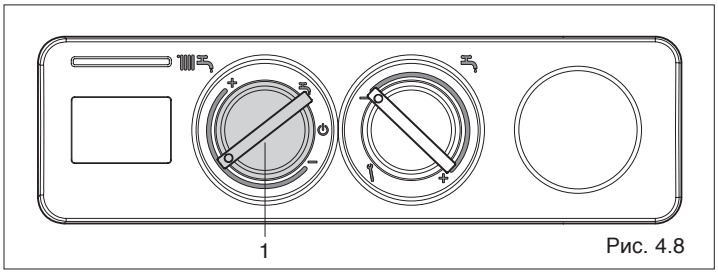

Рис. 4.8
- **Датчик наружной температуры:** режим погодозависимого терморегулирования включается автоматически, достаточно просто подключить датчик наружной температуры. На дисплее появится символ . Терморегуляция заключается в том, что температура в подающем трубопроводе меняется в зависимости от температуры наружного воздуха. Переключатель режимов работы (1, Рис. 4.8) активирован и используется для изменения заданной температуры котла. Электрические подключения описаны в главах "Принципиальная электрическая схема" и "Электрическое подключение").